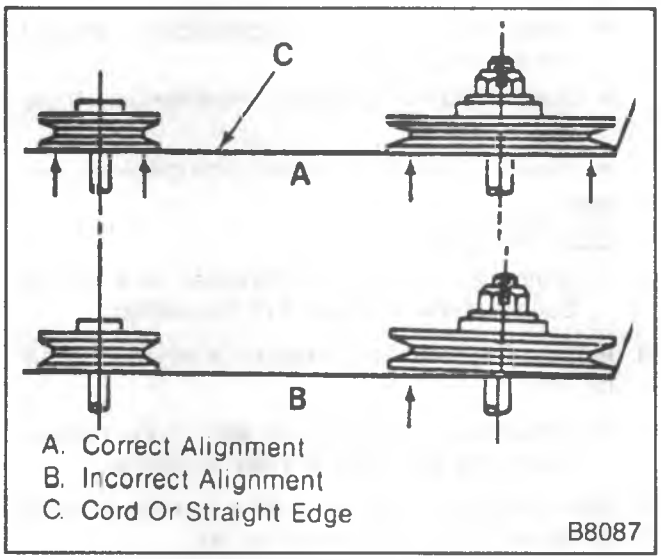

Figure 13—Checking the Pulley Alignment
1. Place a straightedge or position a cord across the two pulleys so they touch at all points (figure 13).